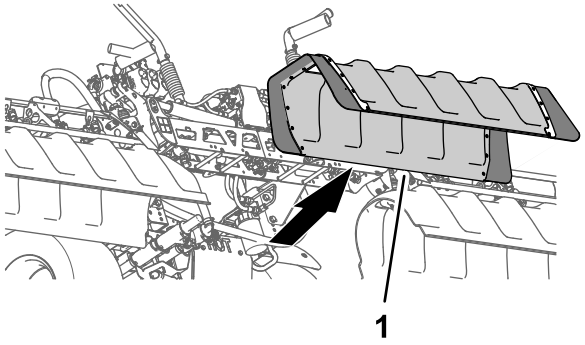

Figur 26
2. Fjern det midtre seksjonsdekslet fra maskinen (Figur 26).